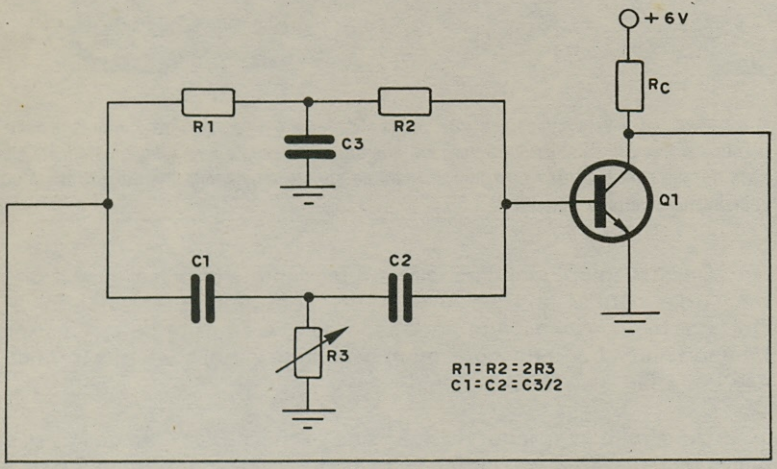

Figura 1
a) A primeira etapa a ser analisada é a correspondente a um oscilador de "duplo T" responsável pela produção do som principal da campainha, ou seja, a pancada metálica. Na figura 1 temos o diagrama básico de um oscilador de duplo T com a relação entre os valores dos componentes para a produção correta dos sons desejados. Utilizamos